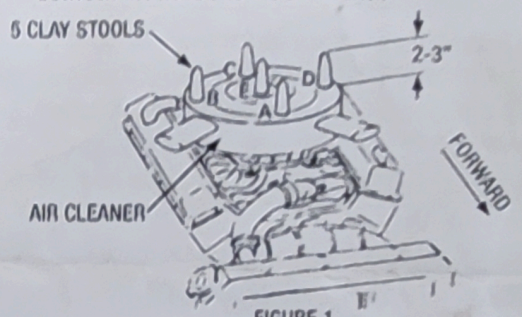

FIGURE 1
2. Position stools on air cleaner at front, rear, each side and on center stud. See Figure 1.